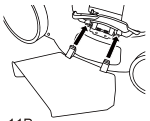
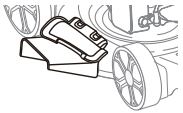

Fig.11B
Fig.11C
3. Coloca el vertedero de descarga lateral debajo de la puerta del mantillo deslizando dos ganchos bajo el pasador de la bisagra del conjunto de la puerta (Fig.11B). Así el cortacésped estará listo para la operación de descarga. (Fig.11C)